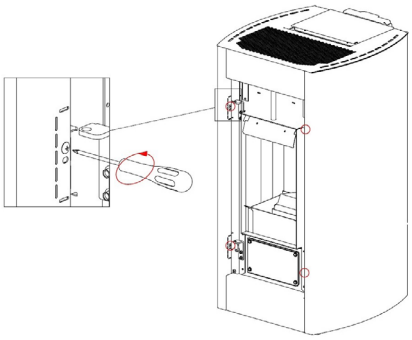
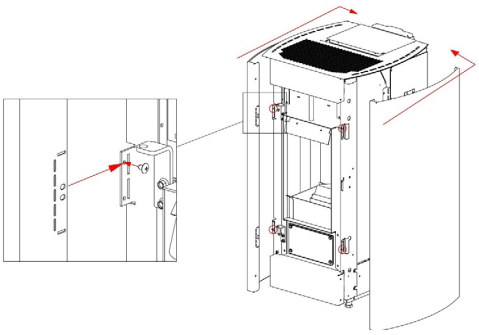

Fig. 41 - Entfernen der Schrauben
Fig. 42 - Entfernen der Seiten
- Die 4 vorderen Schrauben herausschrauben und die Seiten entfernen (siehe **Fig. 41 auf S. 22** und **Fig. 42 auf S. 22**).